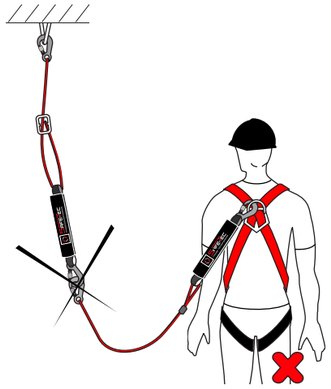

Рис. 5 Неправильное использование стропов
8. Присоединять другие дополнительные элементы между стропом с амортизатором и анкерной точкой крепления (рис. 5).